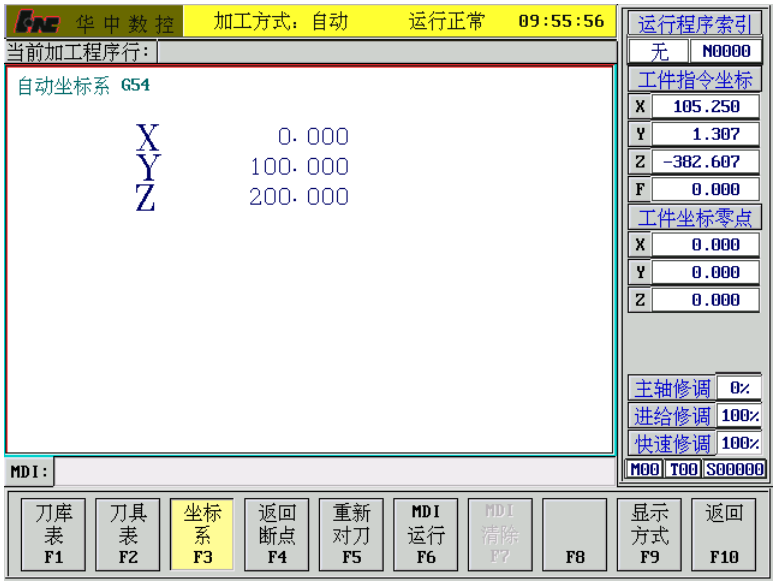

图 4.1.1 MDI 方式下的坐标系设置
(1) 在 MDI 功能子菜单(图 4. 0. 1)下按 **F3** 键，进入坐标系手动数据输入方式，图形显示窗口首先显示 G54 坐标系数据，如图 4.1.1 所示；
(2) 按 **Pgdn** 或 **Pgup** 键，选择要输入的数据类型：G55、G56、G57、G58、G59 坐标系、当前工件坐标系的偏置值(坐标系零点相对于机床零点的值)，或当前相对值零点；
(3) 在命令行输入所需数据，如在图 4.1.1 所示情况下输入“X200 Y300”，并按 Enter 键，将设置 G54 坐标系的 X 及 Y 偏置分别为 200、300；
(4) 若输入正确，图形显示窗口相应位置将显示修改过的值，否则原值不变。